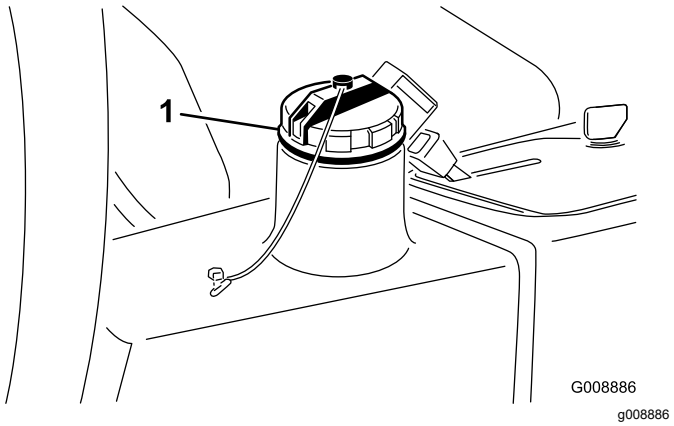

Rysunek 80
2. Oczyść okolicę szyjki wlewu i korka zbiornika hydraulicznego (Rysunek 80).